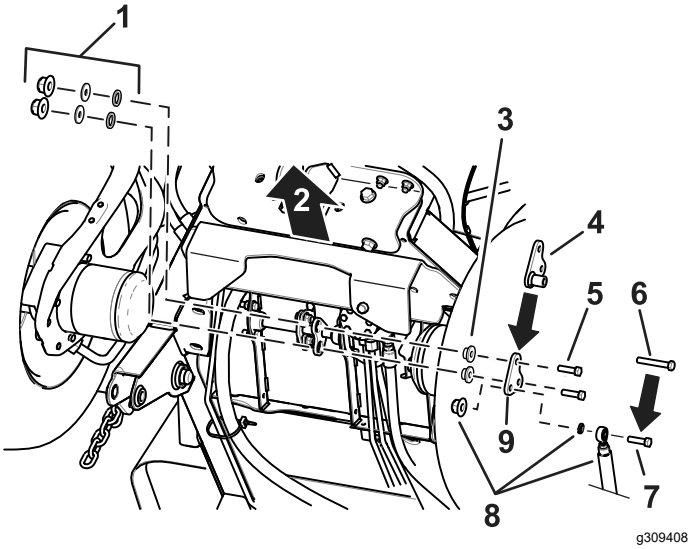

**Rysunek 3**
1. Zdemontuj dotychczasowy element dystansowy z maszyny w sposób pokazany na Rysunek 3.
2. Zamontuj nowy element dystansowy pedału, używając nowej śruby (3/8 x 2-1/2 cala) i dotychczasowych elementów; patrz Rysunek 3.